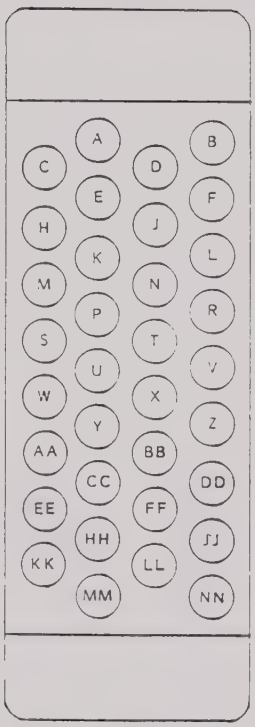

Figure 3-3, 1260-12 Pin Connections
3.1.2 Refer to Figure 3-3 for the pin configurations of connectors J200, J201, J202 and J203 on the 1260-12.